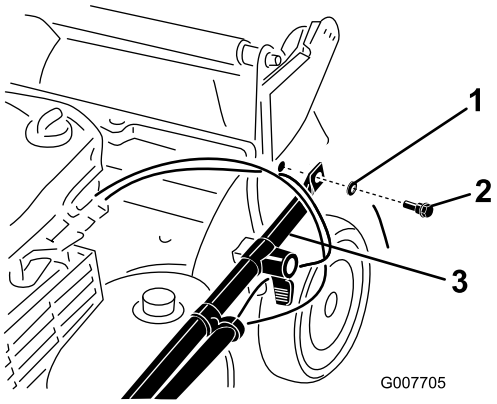

Figur 3
2. Fest håndtaksendene til gressklipperhuset med to skiver og to håndtaksbolter (Figur 3), **men ikke stram til håndtaksboltene.**